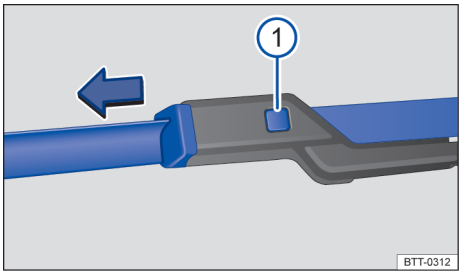

图 119 更换前风窗玻璃刮水片
– 按住分离按钮 →图 119 ①，同时沿箭头方向拉出刮水片。